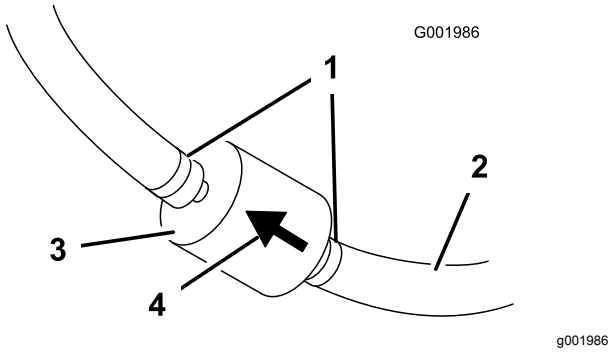

Figur 46
5. Klem sammen endene på slangeklemmene, og skyv dem bort fra filteret (Figur 46).